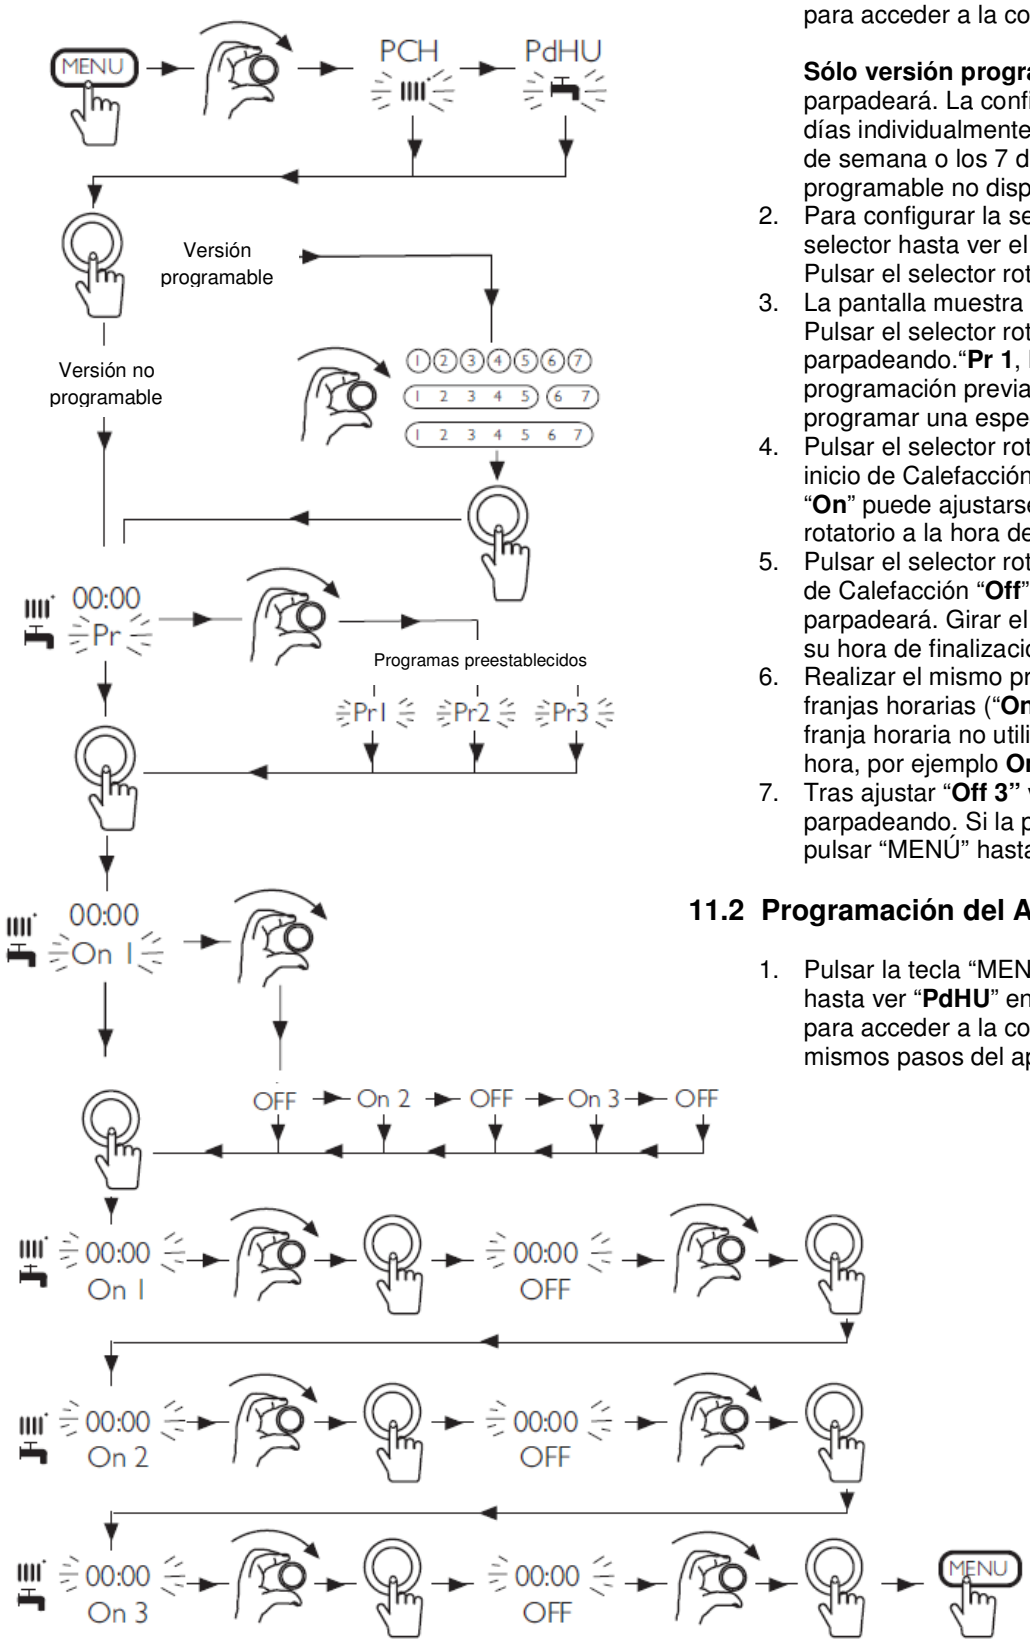

Fig. 26: Programación de la Calefacción y del A.C.S.
1. Pulsar la tecla “MENÚ” y girar el selector rotatorio hasta ver “**PCH**” en pantalla. Fig. 26. Pulsarlo para acceder a la configuración.
1. Pulsar la tecla “MENÚ” y girar el selector rotatorio hasta ver “**PdHU**” en pantalla. Fig. 26. Pulsarlo para acceder a la configuración y repetir los mismos pasos del apartado anterior.